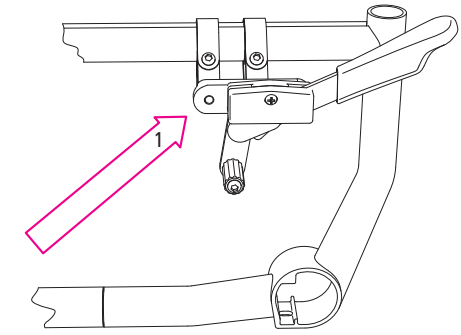

fig. 63
4. In funzione del posizionamento della ruota posteriore potrebbe essere necessario spostare anche i blocchi di supporto della traversa a croce montate per posizionare correttamente il freno (1, fig. 63).